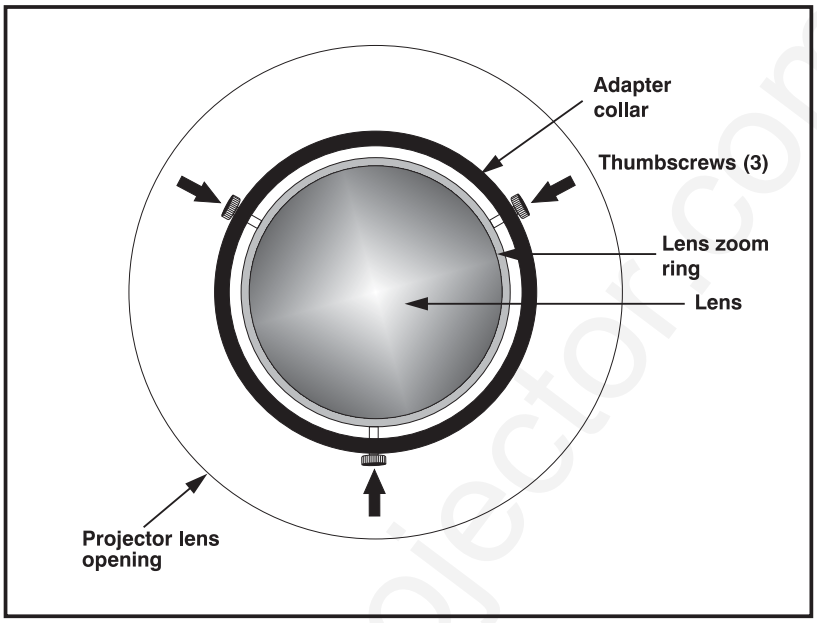

Figure 4.13. Tighten 3 thumbscrews equally
NOTE: To remove a motorized zoom lens, loosen the 3 thumbscrews securing the zoom adapter collar around the perimeter of the lens (see Figure 4.13). Then unscrew the lens ***and*** *pull out the adapter collar.*
g) Gradually tighten the 3 thumbscrews equally, taking care to keep the adapter collar and lens centered with one another (Figure 4.13). The adapter collar should be securely attached to the lens when you are done, enabling the lens to move with [Lens] adjustments.